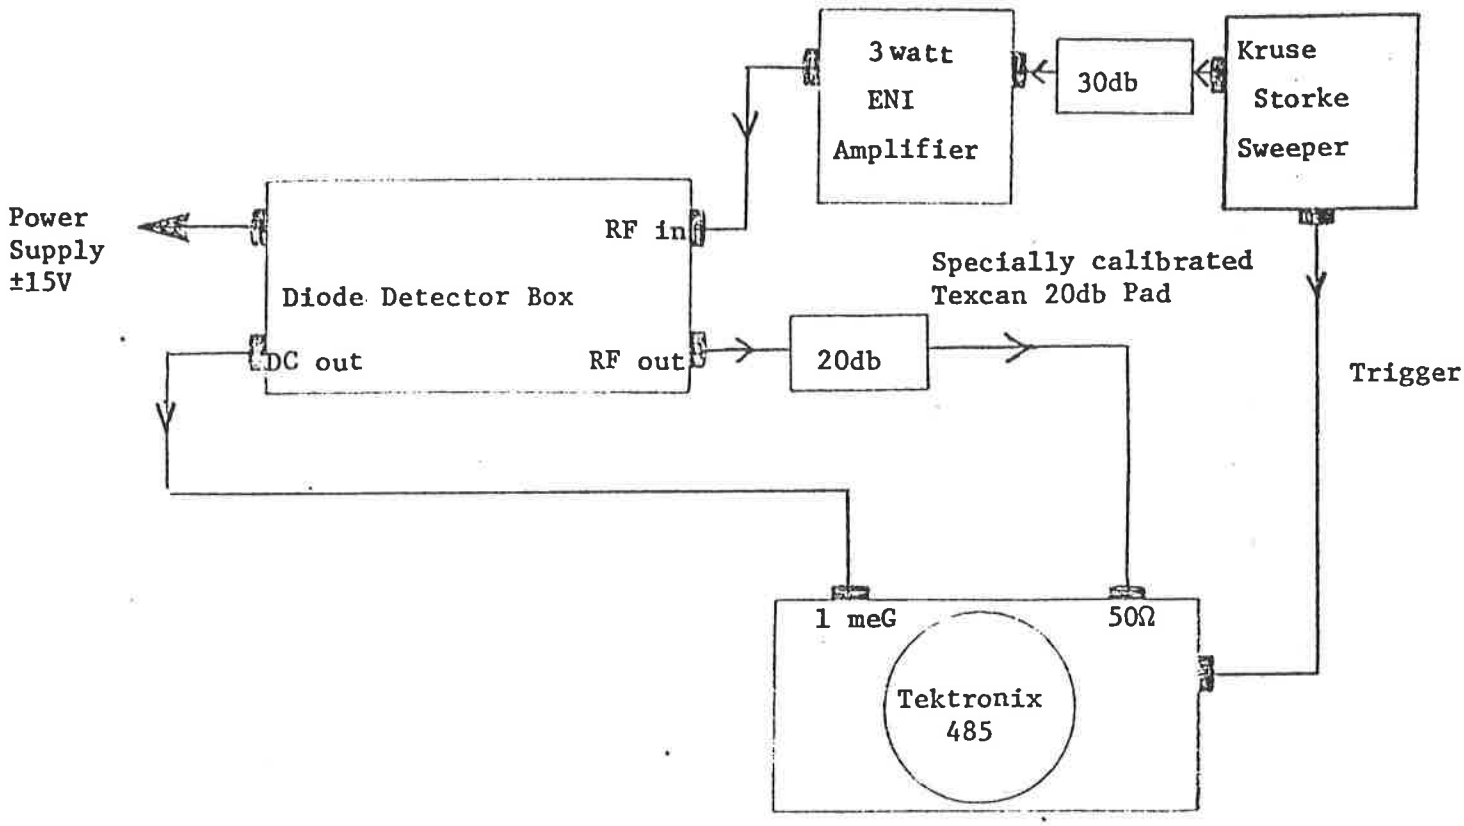

FIGURE 3
A. Connect equipment as shown in Figure 3
C. Reconnect as shown in figure 3